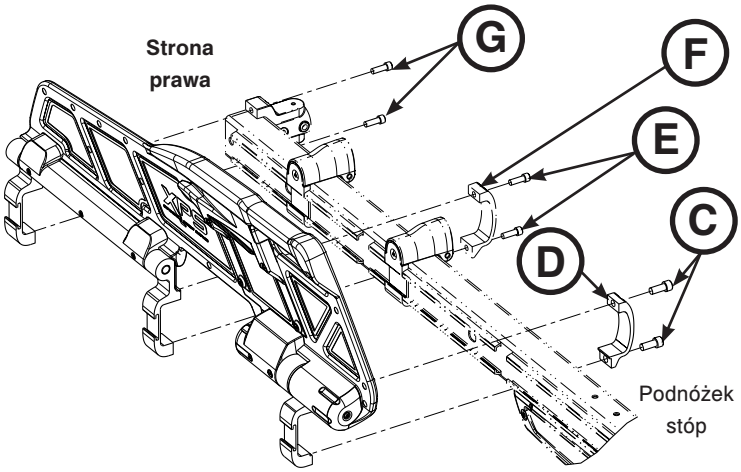

rys. 82
5. Za pomocą klucza imbusowego 1/4 cala wykręcić śruby z łbem gniazdowym (C) mocujące zacisk poręczy bocznej (D) do zespołu zapadkowego po stronie stóp głównego zespołu (rys. 82). Podczas montażu dokręcić obie nowe śruby momentem 29,8 ± 4,4 N·m (22 ± 3,3 ft·lb).
6. Za pomocą klucza imbusowego 3/16 cala wykręcić obie śruby z łbem gniazdowym (E) mocujące środkowy zacisk poręczy bocznej (F) do zewnętrznego zespołu poręczy (rys. 82).
7. Za pomocą klucza imbusowego 3/16 cala wykręcić obie śruby z łbem gniazdowym (G) mocujące górną i dolną część wspornika łączącego podstawy blatu noszy z zewnętrznym zespołem poręczy (rys. 82).